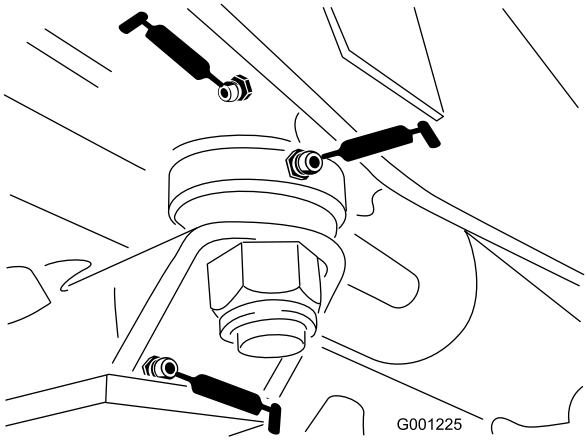

Figur 44
- Styrepladebøsninger (Figur 44)
- Akselstiftsbøsning (Figur 44)